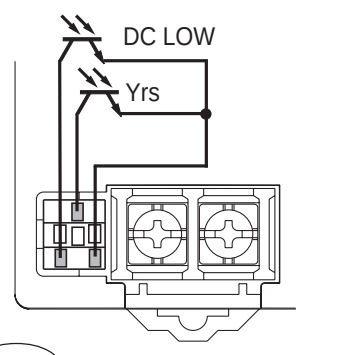
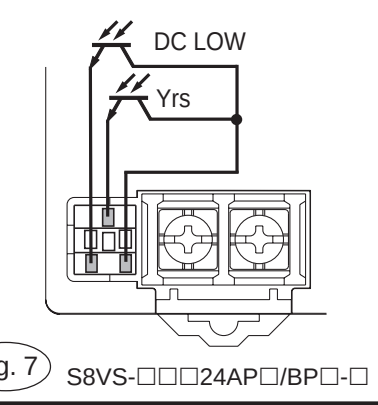

Fig. 6 S8VS-□□□24A□/B□-□
Fig. 7 S8VS-□□□24AP□/BP□-□
■ Sortie d'alarme (Fig.6) (Fig.7)